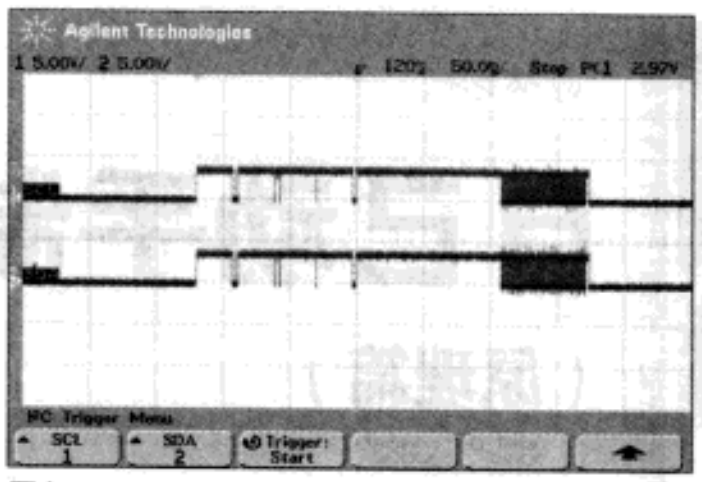

图4
(4) 按下 Trigger 软键选择以下 I²C 触发条件。我们这里选 Start Condition 启动条件（注：当 SCL 时钟为高时，示波器在 SDA 数据从高到低跳变时触发），除了这个选项外，还有“Stop Condition 停止条件”及“Missing Acknowledge 丢失确认”等，可参阅图 3 所示下拉菜单，用户根据需要选择。图 4 是我们使用 Start Condition 启动条件，在读取 EEPROM 之 24C02 时的触发捕获的波形。